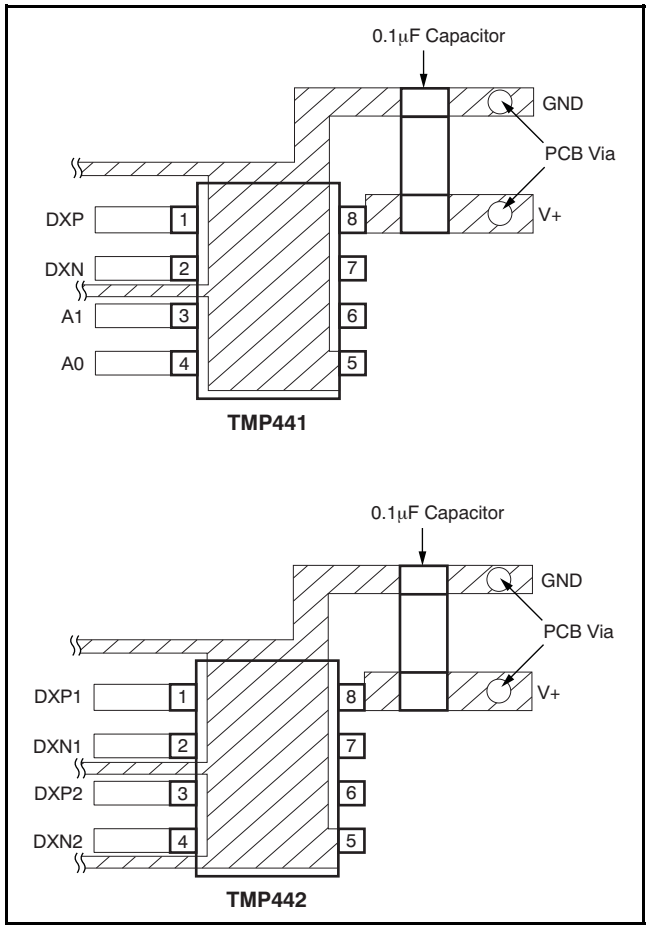

Figure 20. Suggested Bypass Capacitor Placement and Trace Shielding
4. Use a 0.1µF local bypass capacitor directly between the V+ and GND of the TMP441/42, as shown in Figure 20. Minimize filter capacitance between DXP and DXN to 330pF or less for optimum measurement performance. This capacitance includes any cable capacitance between the remote temperature sensor and TMP441/42.